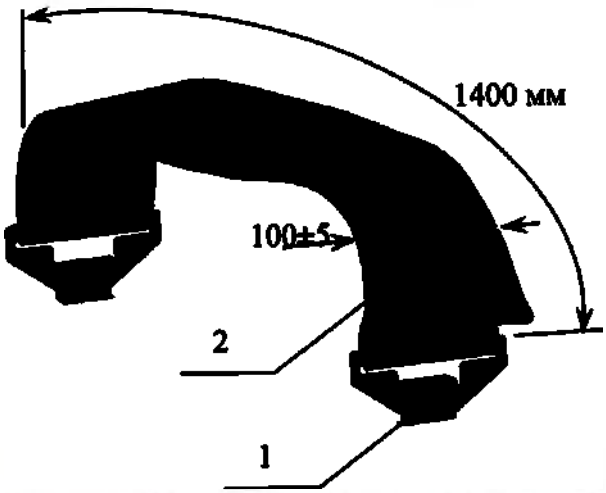

Рисунок 4. Ремень для фиксации туловища.
4. Ремень для фиксации туловища (поясной ремень). Рисунок 4. Мягкий синтетический ремень шириной 100 мм с крепежными зацепами, регулируется по длине.